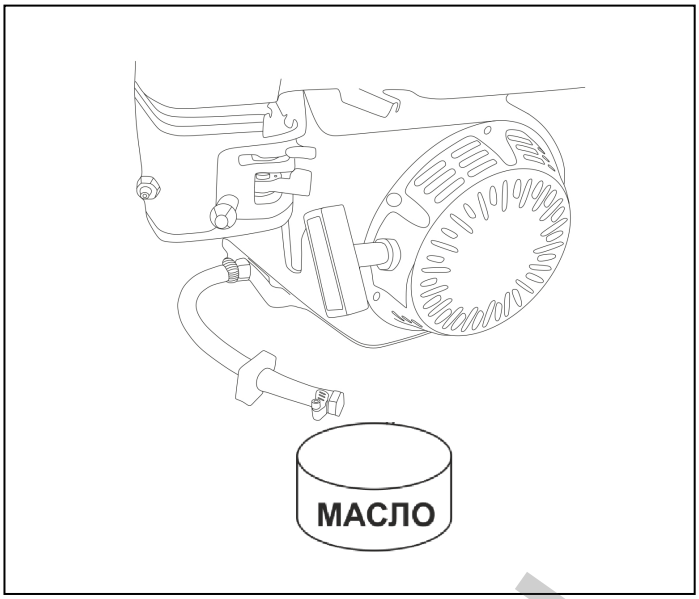

Рис. 16. Замена масла в двигателе.
4. Открутите болт со шланга и слейте отработанное моторное масло через шланг в подготовленную для этого емкость (Рис. 16).